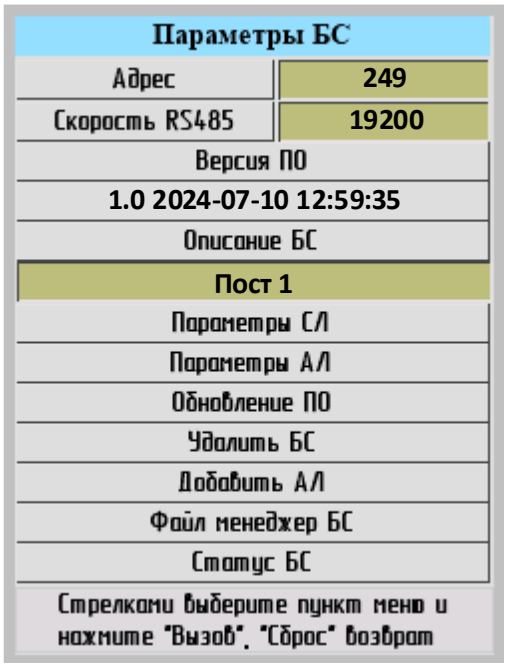
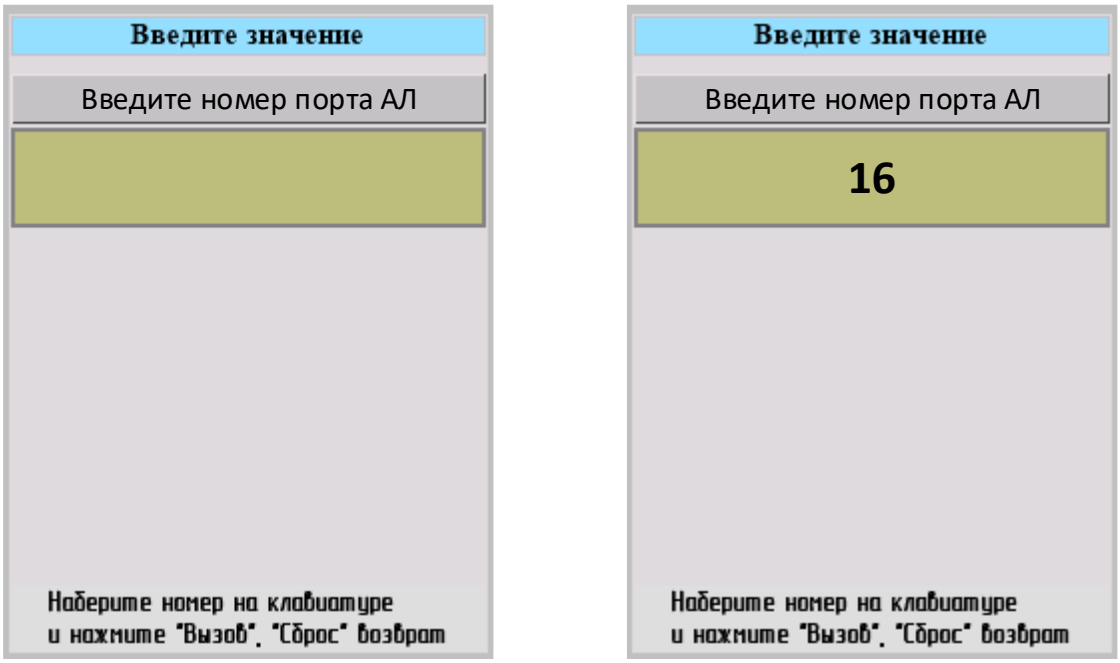

Рис. 5.4
Рис. 5.9
Всем блокам с завода присвоен адрес 238. В системе СДС может быть до 8 блоков СДС-БС. Но в сети не могут работать приборы с одинаковым адресом. Поэтому первым делом необходимо сменить адрес СДС-БС. Допустимый диапазон адресов: от 239 до 249. Рекомендуем при построении системы, в которой более одного СДС-БС, назначать адреса от старшего к младшему (рис. 5.4).
5.3 Через основное меню вернуться в раздел «Параметры БС» (рис. 5.4). Выбрать раздел «Параметры СЛ». После входа в раздел появится окно параметров СЛ с установками по умолчанию (рис. 5.6).
5.5 Через основное меню вернуться в раздел «Параметры БС» (рис. 5.4). Выбрать раздел «Добавить АЛ» (рис. 5.9).